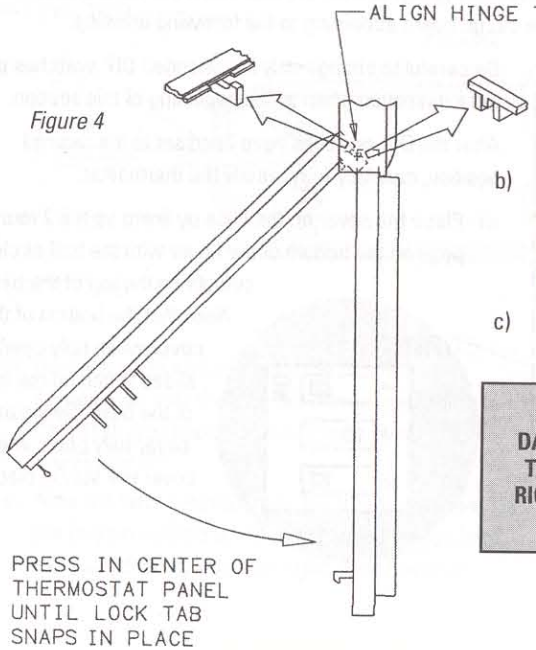

Figure 4
b) Align the hinge tabs on the base and thermostat panel. Swing the panel to the base and snap in place at bottom of thermostat panel *(see Figure 4).*